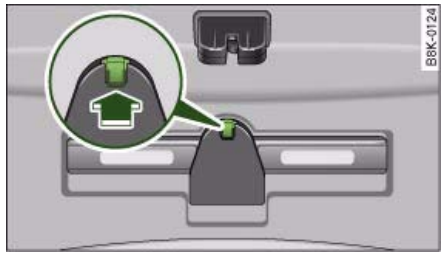

Fig. 264 Warning triangle fitted inside boot lid
– To remove the warning triangle, push the tab in the direction indicated by the arrow ⇒ fig. 264 and pull the retainer down.